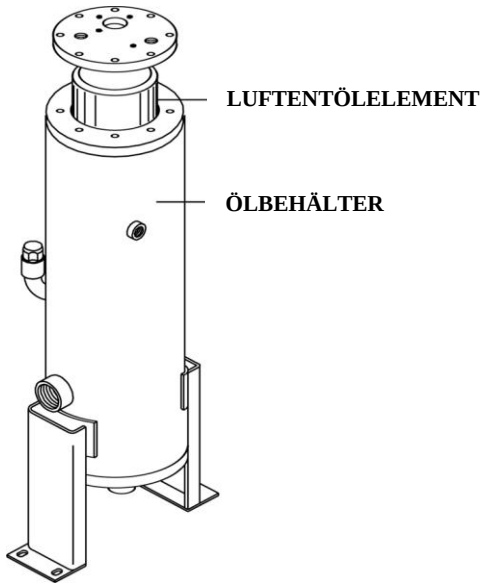

ABB. 5.3: LUFTENTÖLELEMENT
D. AUSTAUSCH DES ÖLABSCHEIDEELEMENTS (siehe Abb. 5.3)